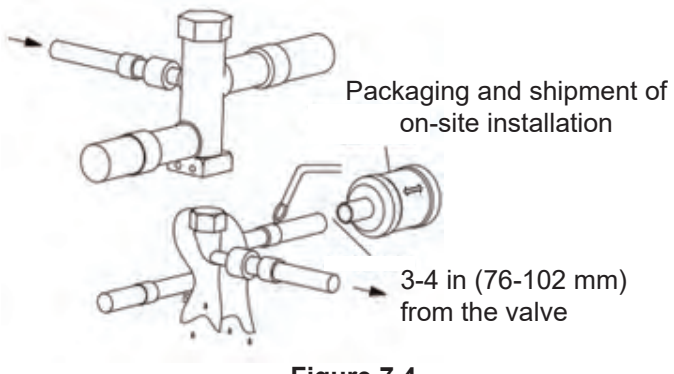

Figure 7.4.
4. Wrap the valve body with a wet rage to avoid thermal damage and continue the dry nitrogen purging (See Figure 7.4.).